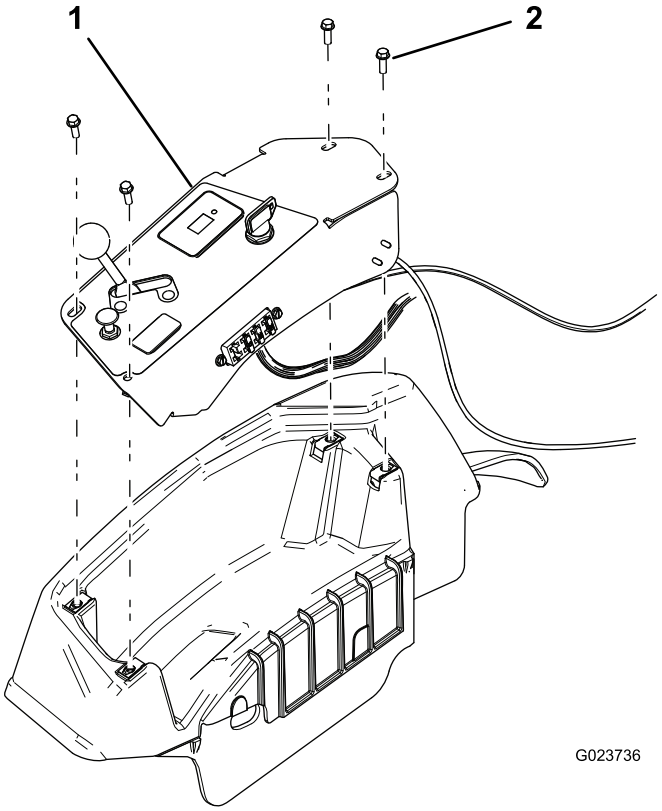

Figur 33
1. Fjern kontrollpanelet (Figur 33).